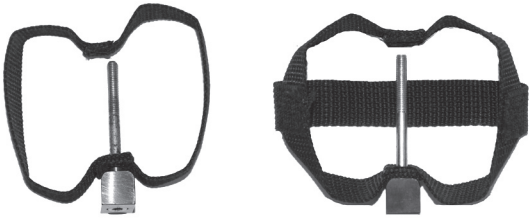

Rys. 27. Klipsy do łączenia magazynków
1. Odkręcić nakrętkę łącznika magazynków na pasie dolnym i górnym, pozostawiając tuleję łącznika magazynków razem ze śrubą (rys. 27).